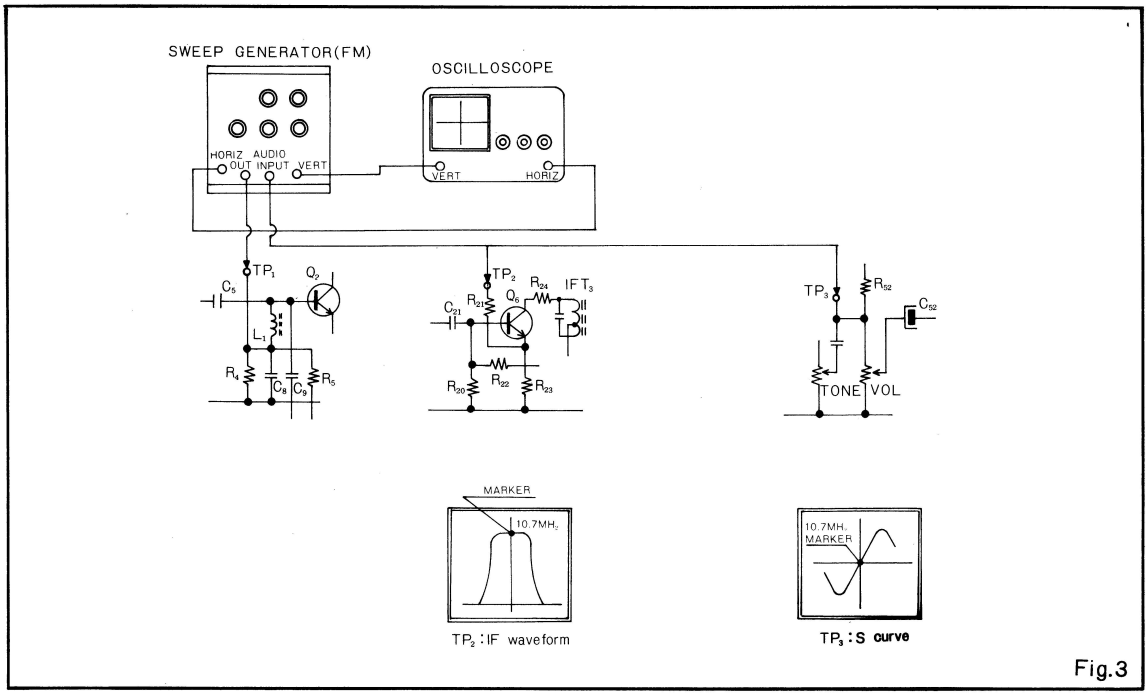

Fig.3
2. With the sweep generator freqvency set to 10.7MHz when the output level of the sweep generator is gradually increased, waveform shown in Fig.3 appears on the CRT screen. Now perform the following adjustment.